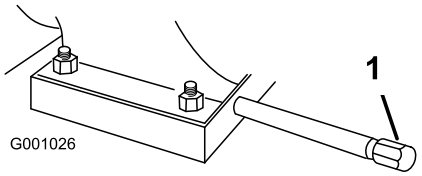

Figur 49
1. Rengør området omkring olieaftapningsdækslet (Figur 49).